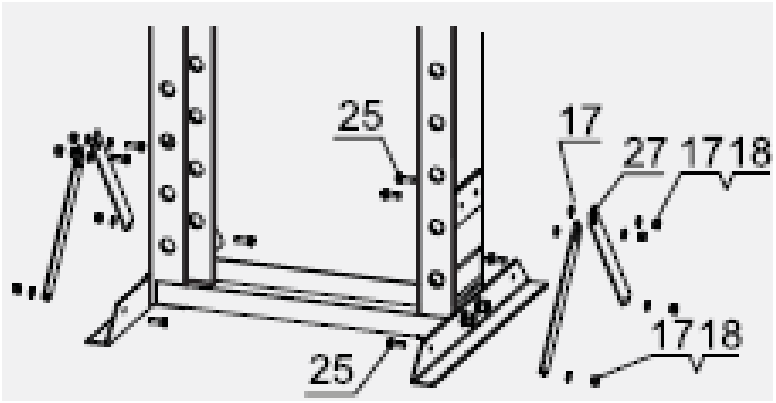

Рис. 2
3. Прикрепите боковые опоры основания (27) к раме и опорам основания с помощью болтов (25), шайб (17) и гаек (18). См. рисунок 2.